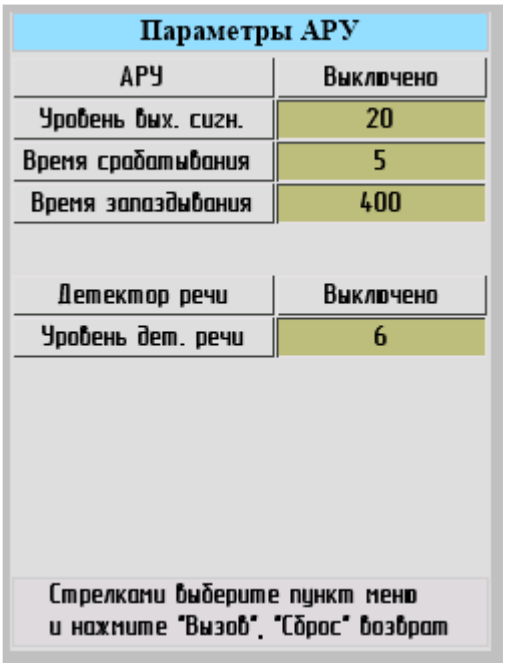

Рис. 12
6.4.1 АРУ обеспечивает постоянный уровень выходного сигнала при изменении входного в широком диапазоне амплитуд. ПД при воспроизведении с обеих сторон нормирует как относительно большой сигнал от пользователя, находящегося рядом у микрофона (ПД или ВП), так и гораздо меньший сигнал от удаленного пользователя при сопоставимой громкости. Параметр АРУ «Уровень выходного сигнала» может быть выставлен в диапазоне от 0 до 50. Значение по умолчанию — 20 (рис. 12).
6.4.2 АРУ не включается в отсутствие речи, которое распознается соответствующим детектором. Порог устанавливается параметром «Уровень детектора речи». Диапазон изменения этого параметра от 0 до 20. Значение по умолчанию — 6 (рис. 12).
6.4.4 В паузах между словами АРУ не должно резко менять коэффициент усиления. Введение параметра «Время запаздывания» обеспечивает отсутствие заикания и проглатывание окончаний в речевых фразах. Регулировка параметра «Время запаздывания» между словами в фразах составляет 250–450 мс. Значение по умолчанию — 400 (рис. 12).